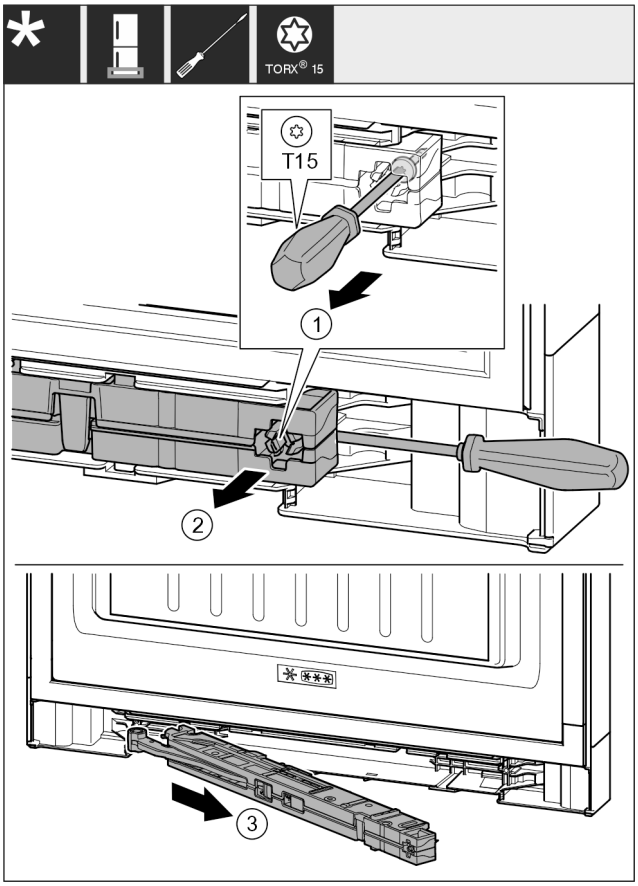

Fig. 16
▶ Use screwdriver to loosen the screw *Fig. 16 (1)* on the closing damper unit by 14 mm.
▶ Lever the closing damper unit *Fig. 16 (2)* forwards on the handle side using a screwdriver.
▶ Pull out the closing damper unit *Fig. 16 (3)*.